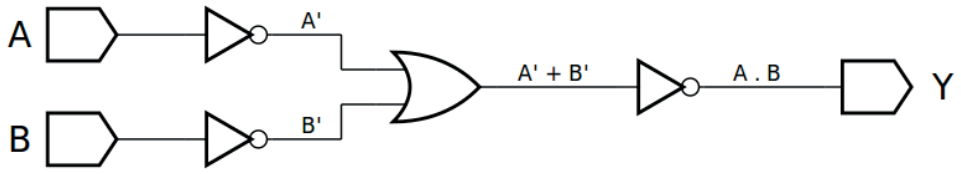
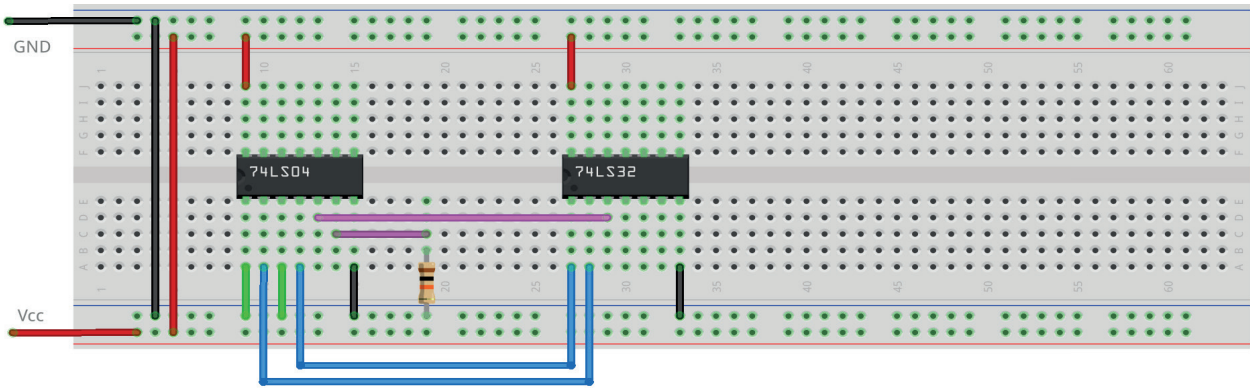
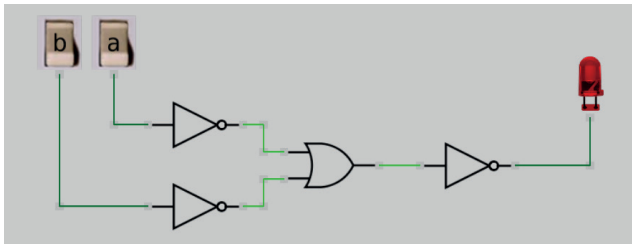
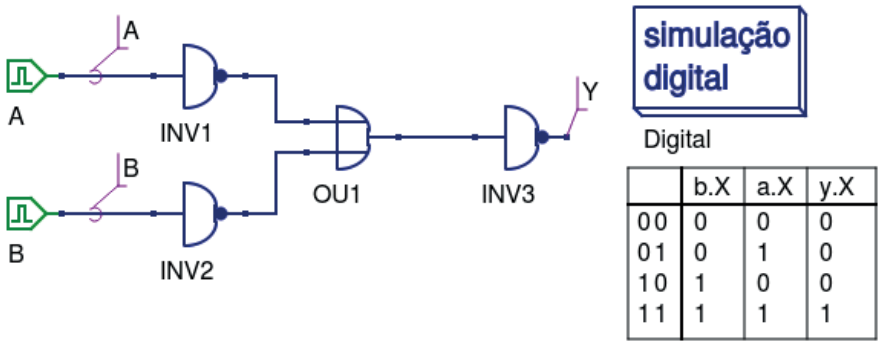

Figura 3.38 – Diagrama esquemático.
Figura 3.39 – Placa de montagem com componentes.
Figura 3.40 – Simulação da porta E convertida de porta OU no Atanua.
Figura 3.41 – Simulação da porta E convertida de porta OU no Qucs.
1. Monte o circuito da figura 3.38, conforme mostrado na figura 3.39, na placa de montagem.
d) Conecte os fios verdes. Os fios verdes estão conectados ao terra e portanto fornecendo valor lógico (0) às entradas de todas as portas do CI.
6. Simule, no computador, o circuito da figura 3.38 utilizando os programas SmartSim e Atanua (figura 3.40) e Qucs (figura 3.41). Compare os resultados com a tabela 3.14.